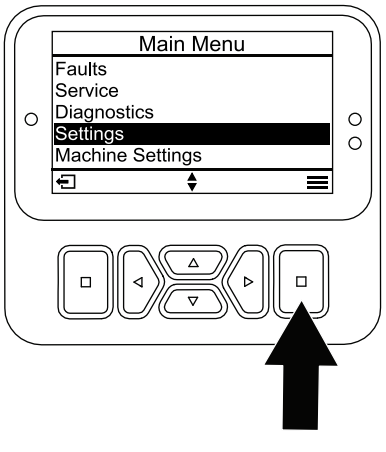

Figure 24
1. Depuis le MENU PRINCIPAL, naviguez jusqu'au menu RÉGLAGES et appuyez sur le bouton de sélection (Figure 24).